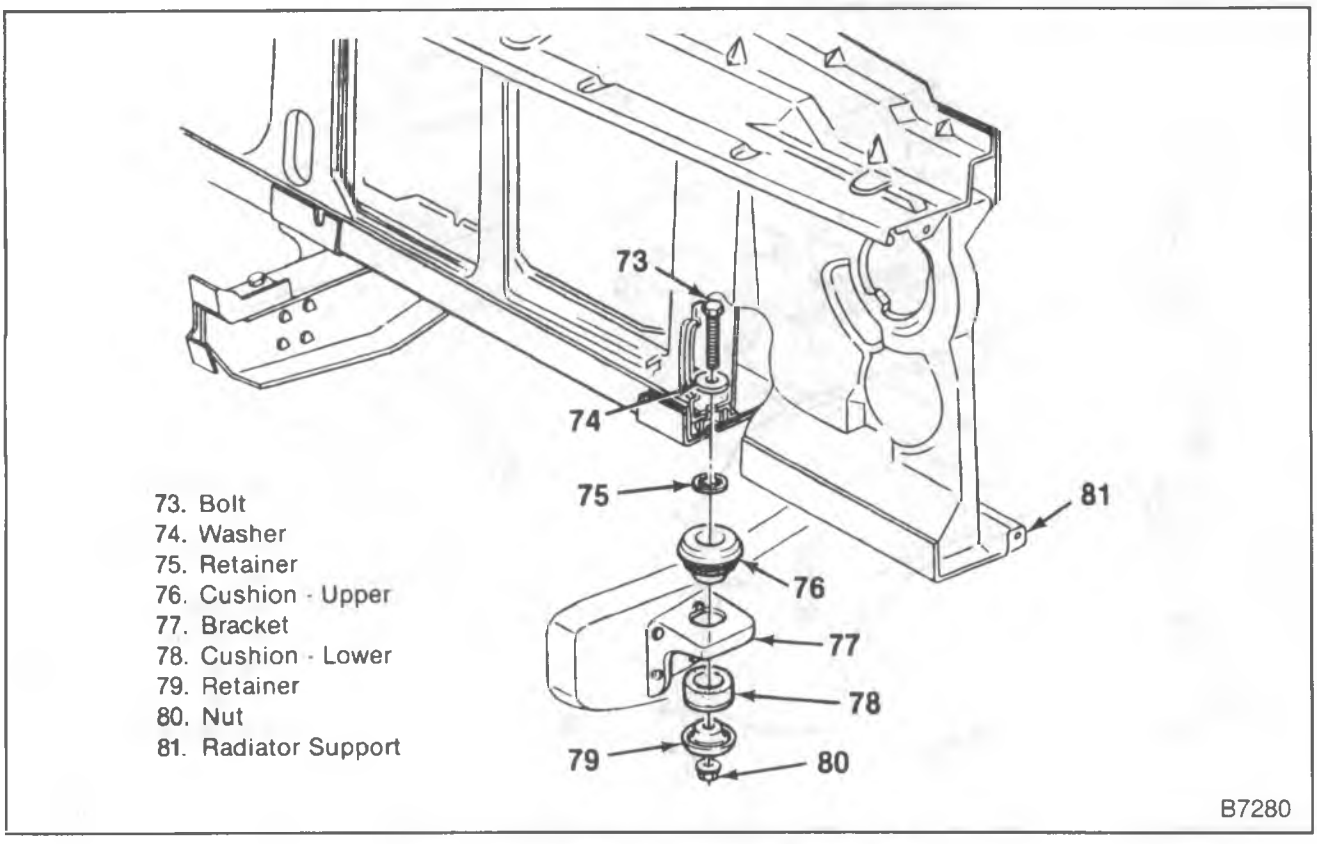

Figure 12—Radiator Support Mounting
Install or Connect (Figure 12)
17. Lower fender to door pillar bolt (45).
18. Radiator support to frame nuts (80), lower retainers (79), lower cushions (78), upper cushions (76), retainers (75), bolts (73), and washers (74) (figure 12).
2. Radiator support to frame washers (74), bolts (73), retainers (75), upper cushions (76), lower cushions (78), lower retainers (79), and nuts (80) (figure 12).